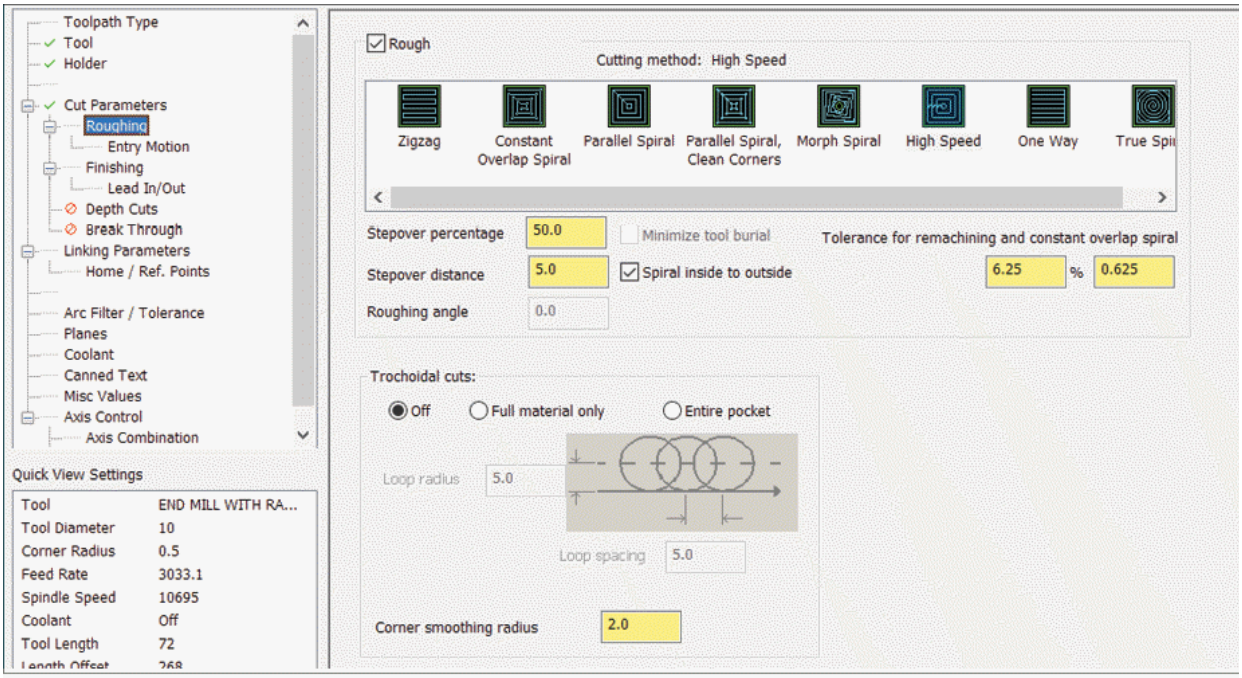

Figure-42. Roughing page in 2D Toolpath-Pocket dialog box
- Click on the **Roughing** option from the left area in the dialog box and specify the parameters like cutting speed, step over value, and so on. Select the cutting method carefully from the **Cutting method** box in this page; refer to Figure-42.